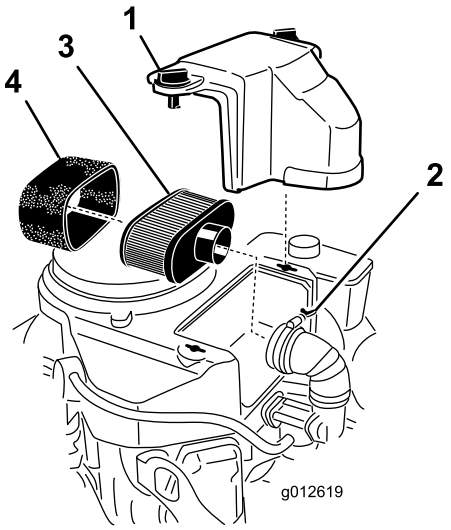

**Figur 42**
3. Rengør området omkring luftfilteret for at forhindre snavs i at trænge ind i motoren og forårsage skader (Figur 42).
4. Skru dækselgrebet af, og afmonter luftfilterdækslet (Figur 42).
5. Skru slangeklemmen af, og afmonter luftfilterenheden (Figur 42).
6. Træk forsigtigt skumindsatsen af papirindsatsen (Figur 42).
1. Rens papirindsatsen ved forsigtigt at banke på den for at fjerne støv. Hvis papirindsatsen er meget snavset, skal den udskiftes med en ny (Figur 42).
1. Skub forsigtigt skumindsatsen ned over papirluftfilterindsatsen (Figur 42).
2. Placer luftfilteret på bundpladen, og monter vingemøtrikken (Figur 42).
3. Sæt luftfilterdækslet på plads, og stram dækselgrebet (Figur 42).